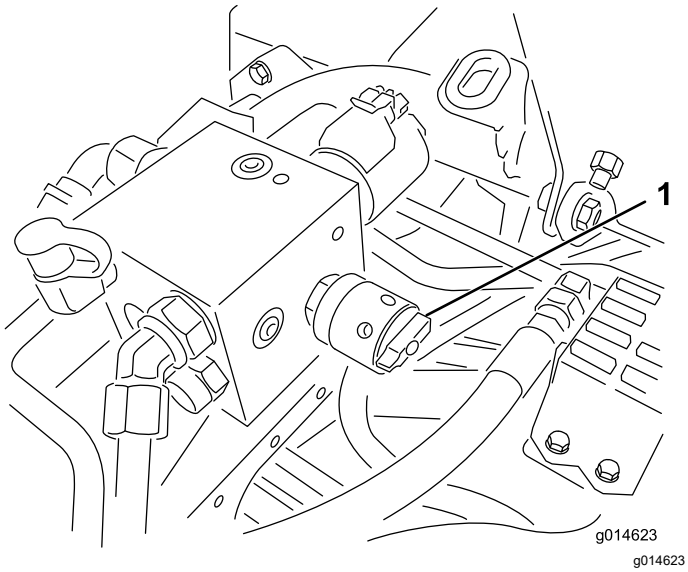

**Rysunek 53**
6. Obróć element sterujący prędkością wrzecion do ustawienia 1 (Rysunek 53).
4. W celu ustawienia prędkości wrzecion obróć pokrętło (Rysunek 53) do momentu, aż strzałki wskaźnika wraz z liczbą określoną w kroku 3 znajdą się w jednej linii.